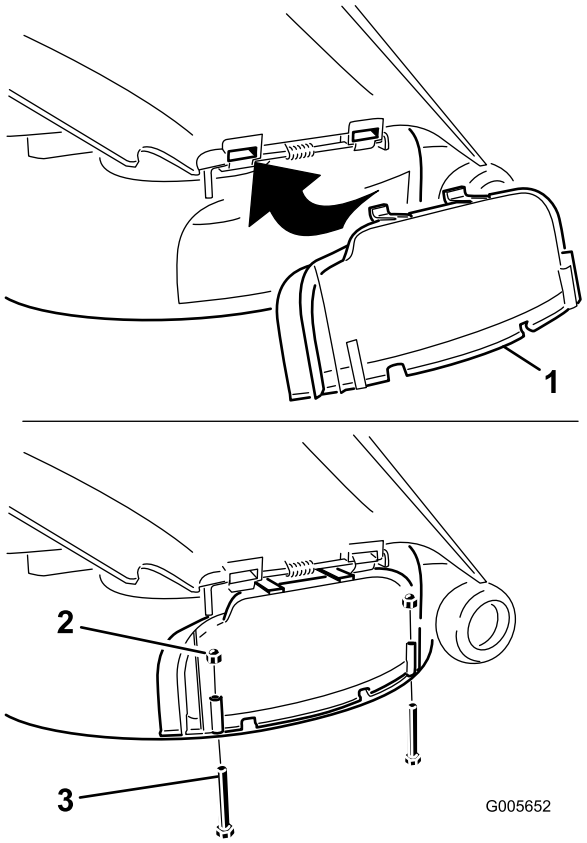

Figur 27
4. Lyft upp gräsriktaren och trä flikarna på ovansidan av utkastarluckan under gräsriktarens hållarstång. Vrid ner utkastarluckan över öppningen och på den undre kanten på klipparen (Figur 27).
5. Fäst utkastarluckan på den nedre kanten på klipparen med två skruvar (1/4 x 2 1/2 tum) och två hattmuttrar (1/4 tum) i enlighet med Figur 27.